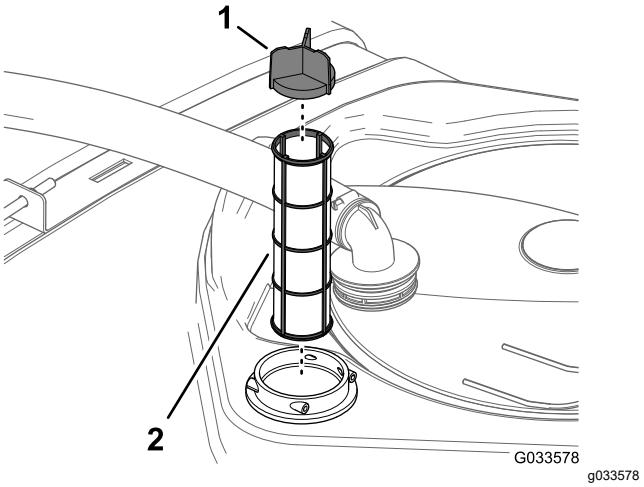

Figur 30
4. Træk sugefilteret ud af filterhuset i tanken (Figur 30).